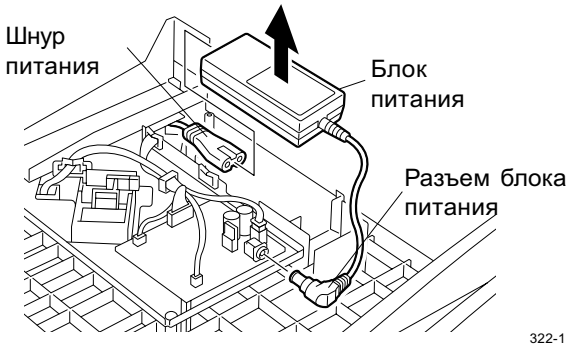

Fig. 6-13
3. Снимите блок питания. (см. Fig. 6-13)
8. Снимите блок питания. (см. Fig. 6-13)